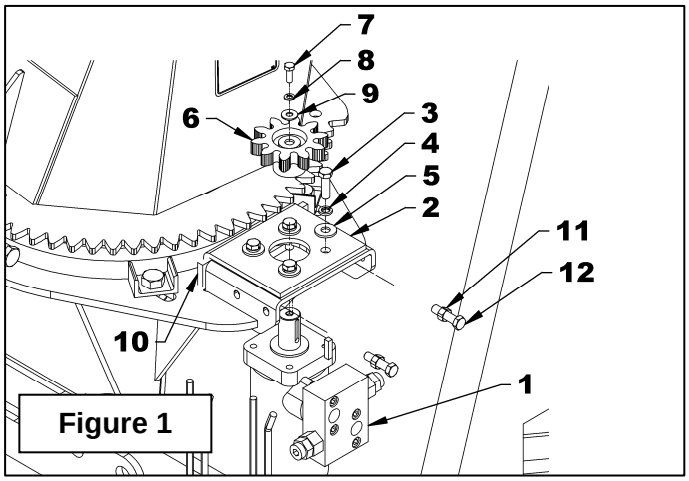

Figure 1
1. **Figure 1:** Install the motor (item 1) placing the anchor plate on top (item 2) as shown on figure. Attach with four 3/8"NC x 1 1/4" (item 3) hex. bolts, lockwashers and flat washers (items 4-5). Tighten manually.
3. **Figure 1:** Insert the anchoring flat bar (item 10) between the anchor plate (item 2) and the motor support as shown on figure. Screw the 3/8"NC nuts (item 11) at maximum on the two 3/8"NC x 1 1/2" lg bolts (item 12). Install those two bolts (item 12) by screwing them in the anchoring flat bar (item 10).